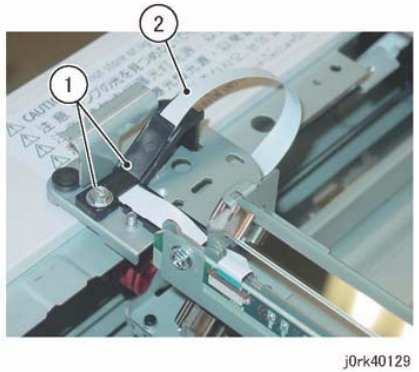

Figure 3 Full Rate Carriage Upside Down
6. Remove the Lamp Wire Harness from the Full Rate Carriage. (Figure 3)